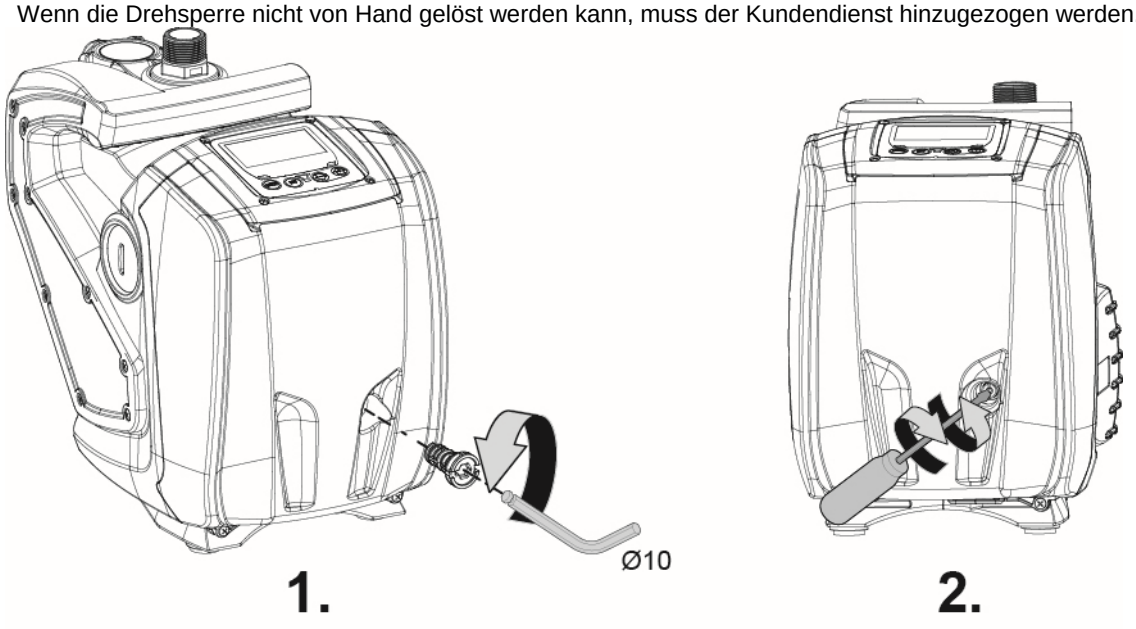

Abbildung 9
1. Mithilfe eines 10 mm Inbusschlüssels den Deckel für den Zugriff auf die Motorwelle abnehmen (Abb.9);
2. Einen Schraubendreher an der Kerbe der Motorwelle ansetzen und in die beiden Drehrichtungen bewegen (Abb.9);